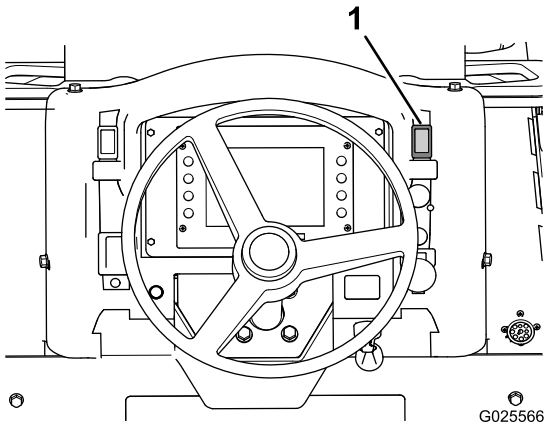

Figure 44
1. Poussez la commande du frein de stationnement (Figure 44) vers le haut pour serrer le frein.